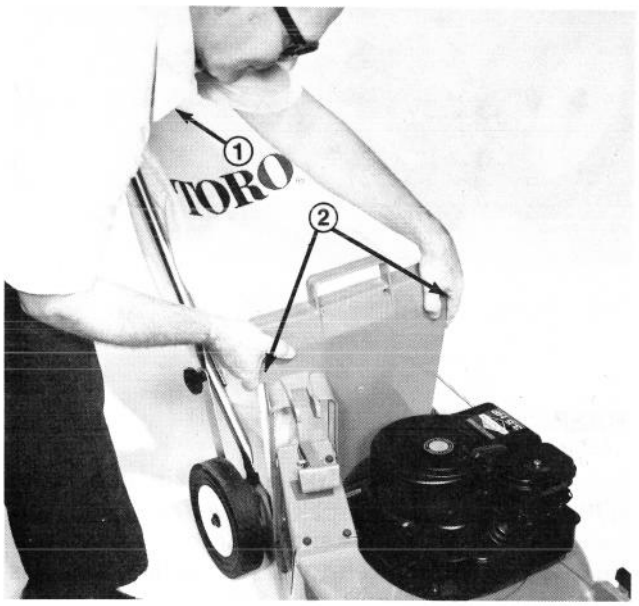

Afbeelding 14
3. Houd de voorkant van de zak en de zakdeur samen vast en schuif het frame van de deuropening over de uitsteeksels, aan de buitenkant van de afvoerkoker, aan de achterkant van de maaier (Afb. 14). Check of de deur vóór de uitsteeksels aan de buitenkant van de afvoerkoker is en of de zakdeur geheel bovenop de huizing is.